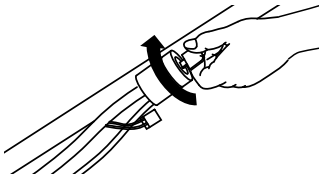
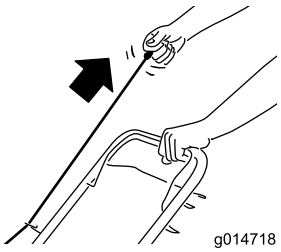

Figur 16
Figur 17
2. Vrid tändningsnyckeln (endast modeller med elstart, se Figur 16) eller dra i startsnöret (Figur 17).